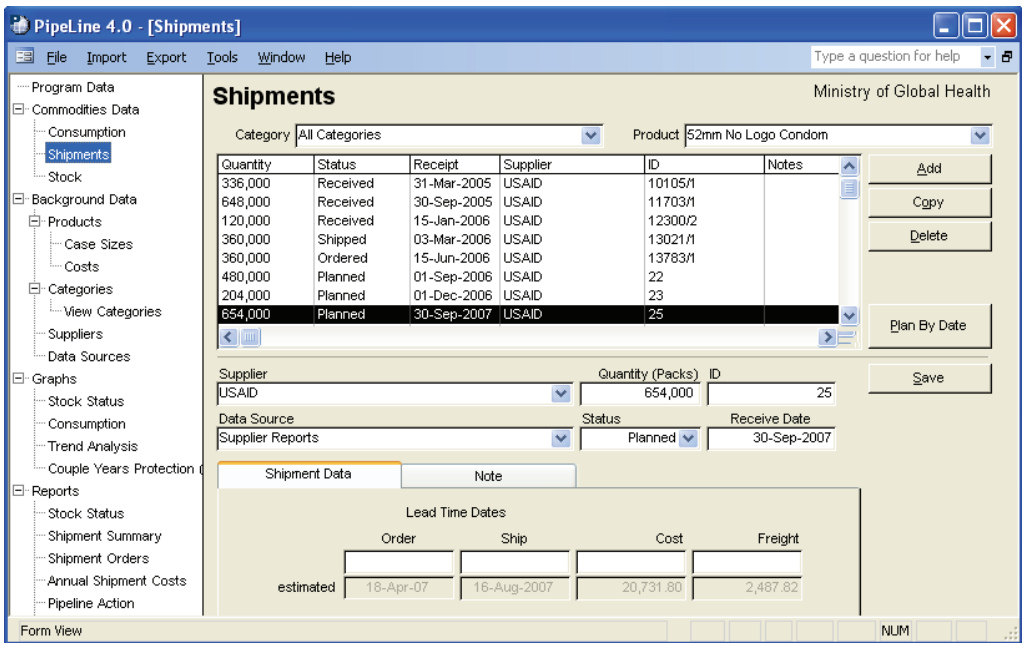

Figure 5-3—Shipments screen
1. Click on the Shipments Tree View option to display the Shipments screen (see Figure 5-3).